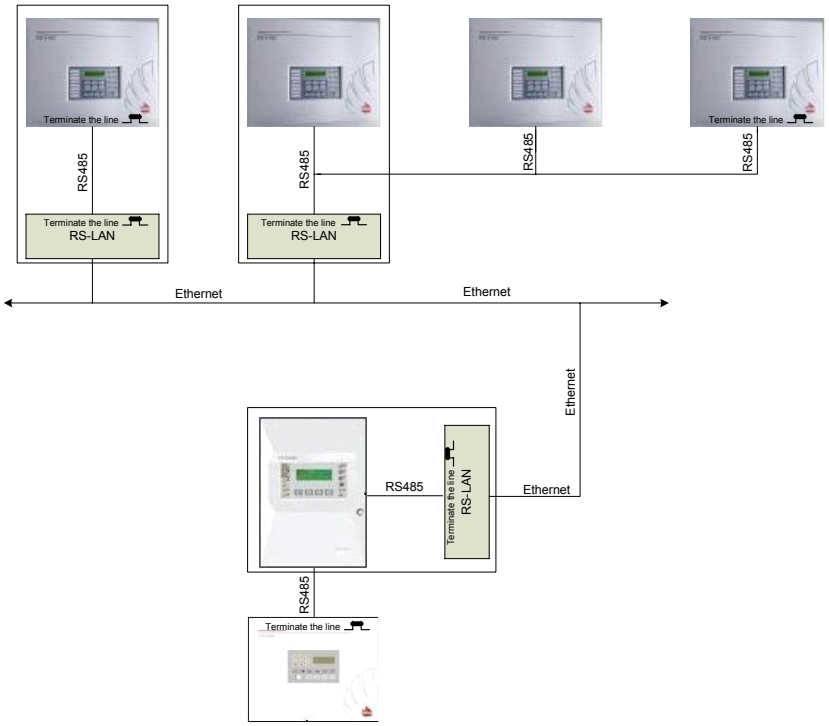

Fig.4
2.2.1.1. Check the position of jumpers JP1, JP2 and JP3. If the module is an end of device, then place jumper JP3 into position "terminating resistance on’’. Example for termination of the line is given on Fig.4
2.2.2.1. Check the position of jumpers JP1, JP2 и JP3. If the module is an end device, then place jumper JP3 into position ‘’terminating resistance on’’. Example for termination of the line is given on Fig.4.